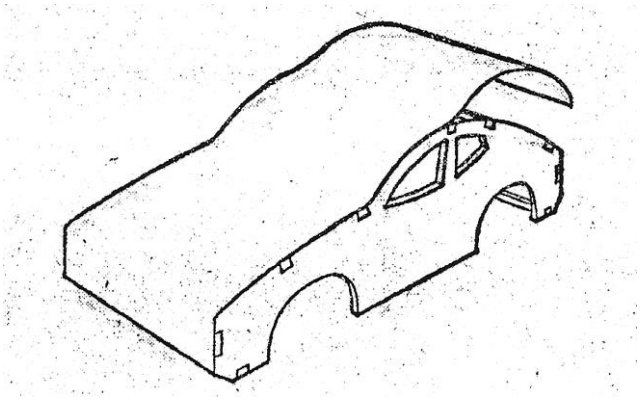

Рис. 5
3. Щільно накласти папір змащеній клеєм поверхнею на каркас кузова, як показано на рис. 5.